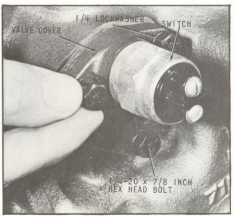

Fig. 81 Neutral Switch Correctly Assembled
3. Assemble valve cover and neutral switch with neutral switch located between two (2) top 1/4-20 bolts, as shown in (Fig. 81). Use the three (3) 1/4-20-7/8 inch long hex head bolts provided in neutral switch kit. Tighten hex head bolts to recommended torque of 8 to 11 pounds-feet and assemble starter solenoid wires to switch.